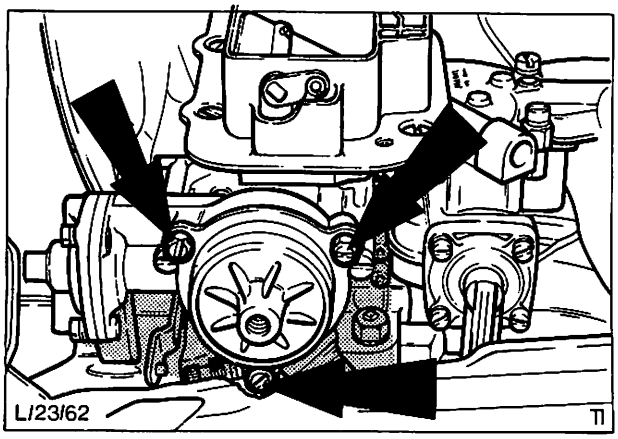

Abb. 133 Befestigungsschrauben – Thermofedergehäuse (Wassergehäuse – Startautomatik zur Verdeutlichung abgebaut)
4 b) Schrauben (3) entfernen und Thermofedergehäuse komplett abbauen, Abb. 133.